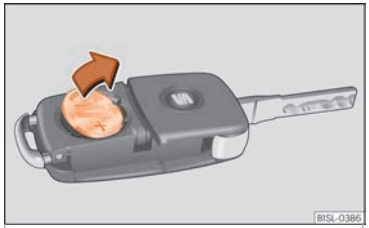

Fig. 130 Vehicle key: remove the battery.
- Extract the battery from the compartment using a suitable thin object ››› Fig. 130.
- Place the new battery in the compartment, pressing in the direction of the arrow as shown ››› Fig. 130 ››› ❗.